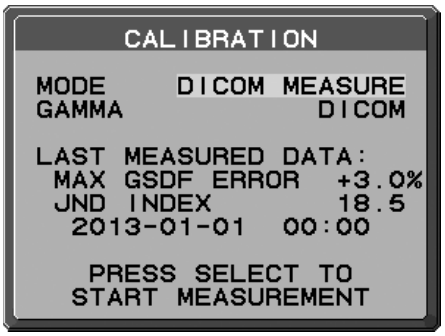

**Рисунок D.1**
2. Используйте кнопки ВЛЕВО или ВПРАВО, чтобы в настройке РЕЖИМ выбрать команду ИЗМЕРЕНИЕ DICOM **(Рисунок D.1)**.